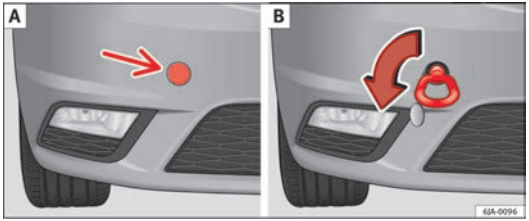

Fig. 145 Front bumper: towline anchorage cover/fitting
– Press on the left of the cover as indicated by the arrow ⇒ Fig. 145 - A.
– Screw in the towline anchorage anti-clockwise by hand as far as it will go ⇒ Fig. 145 - B.